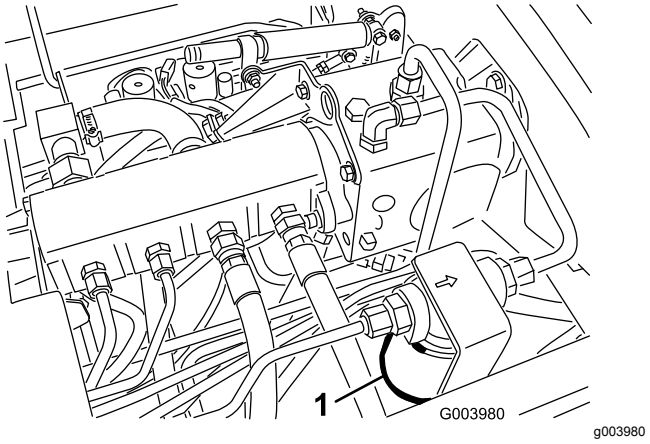
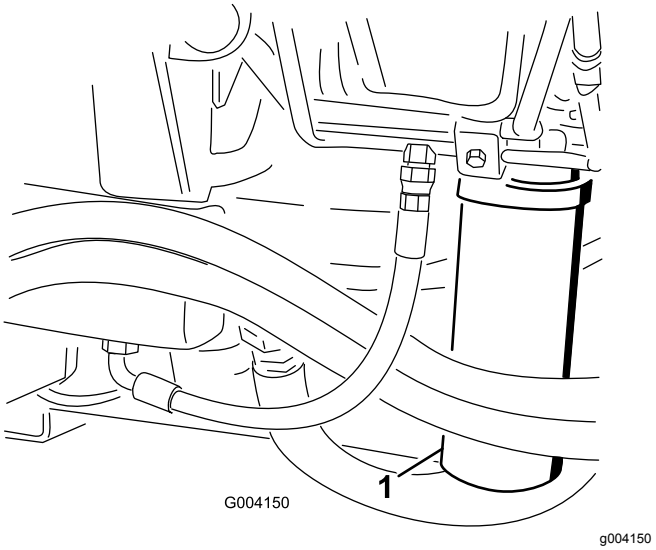

Figur 72
Figur 73
2. Rengør området rundt om filtermonteringsområdet, og sæt en bakke under filteret (Figur 72) og (Figur 73).